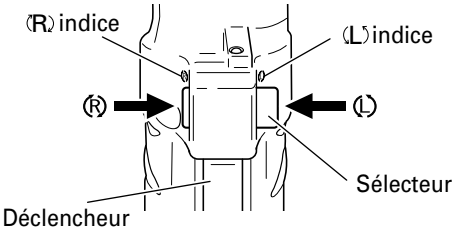

Fig. 6
La mèche tourne dans le sens horaire (vu de l'arrière) quand on appuie sur côté-R du sélecteur. En appuyant sura le côté-L du sélecteur la mèche tourne dans le sens anti-horaire (Voir Fig. 6). (Les repères (L) et (R) sont marqués sur le corps).